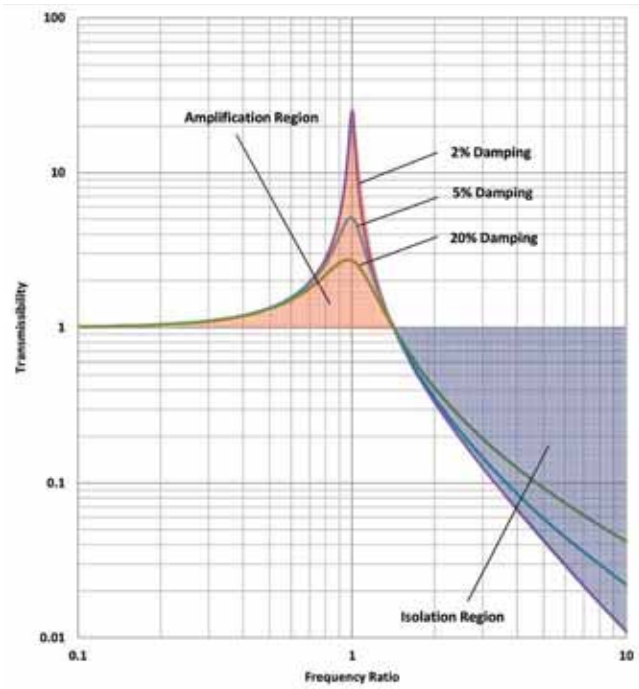

Figure 1
The property of damping is neglected in the static evaluation Equation (4), and this can have a significant effect on the isolation efficiency. Damping in an isolator has a beneficial effect because it helps to suppress vibration, but can also lead to a loss of isolation efficiency. To appreciate the effects of damping, refer to the transmissibility curves in Figure 1.
Figure 1 is a graphical representation of isolator transmissibility as a function of the frequency. Several percentages of critical damping are displayed to show the effect of damping in the isolation region and the amplification region, including the maximum amplification at resonance. (F_D / F_N = 1)